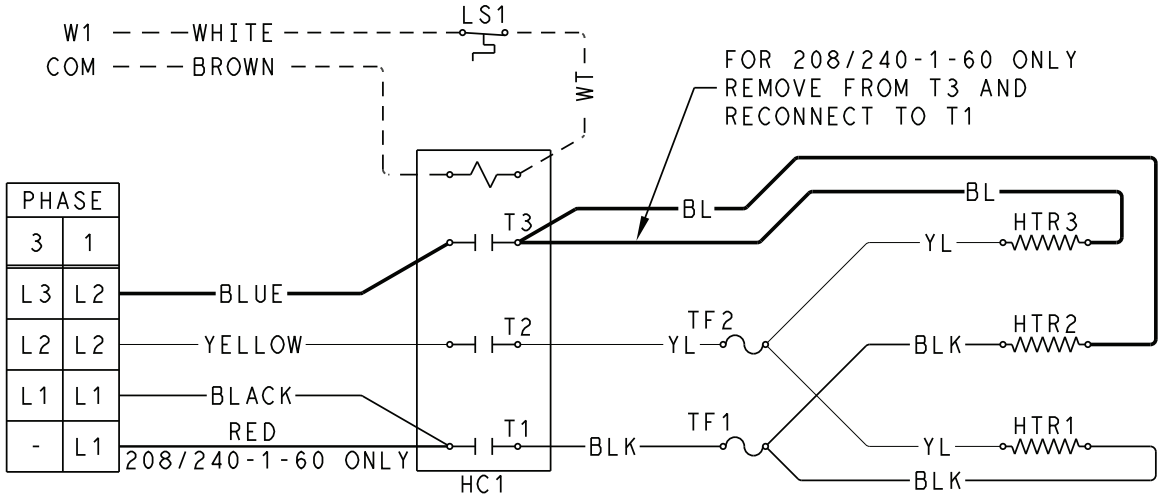

Fig. 14 — Single-Phase Heater Wiring
Three-phase applications: Skip to Step 5. For single-phase application, rewire the heater as follows (see Fig. 14):
a. Connect RED wire provided with kit to Heater Contactor (HC1) and to L1. (See Fig. 14.)